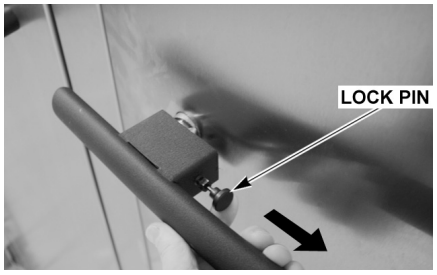

Fig. 12
A. With the loading door shut, pull door handle lock pin out (Fig. 12).